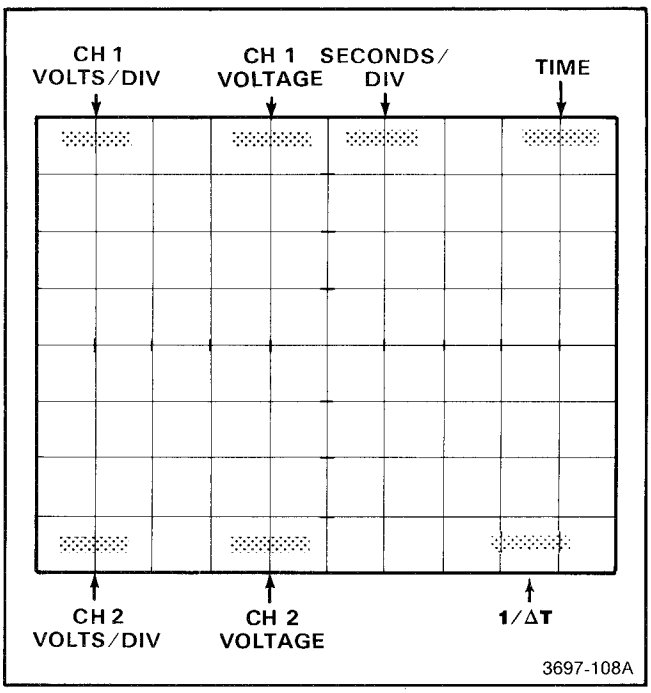

Figure 5-3. Location of readout information.
dd. **EXAMINE**—the CH 1 Voltage readout (refer to Fig. 5-3) displays the Voltage information from C1 (Cursor 1).
f. **CHECK**—the CH 1 ΔVoltage readout for a reading of 1.500 volts, within the limits of 1.485 to 1.515 volts. (Refer to Fig. 5-3, for location of readout display information.)